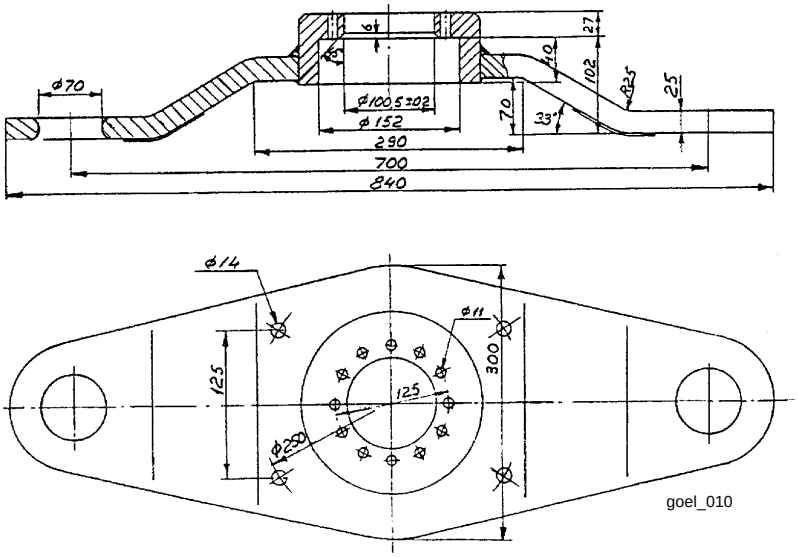

Fig. 5. Lifting gear, 9760 668-A. Mass 12.5 kg (aluminium).
- Lifting gear, 9760 668-A, see fig. 5